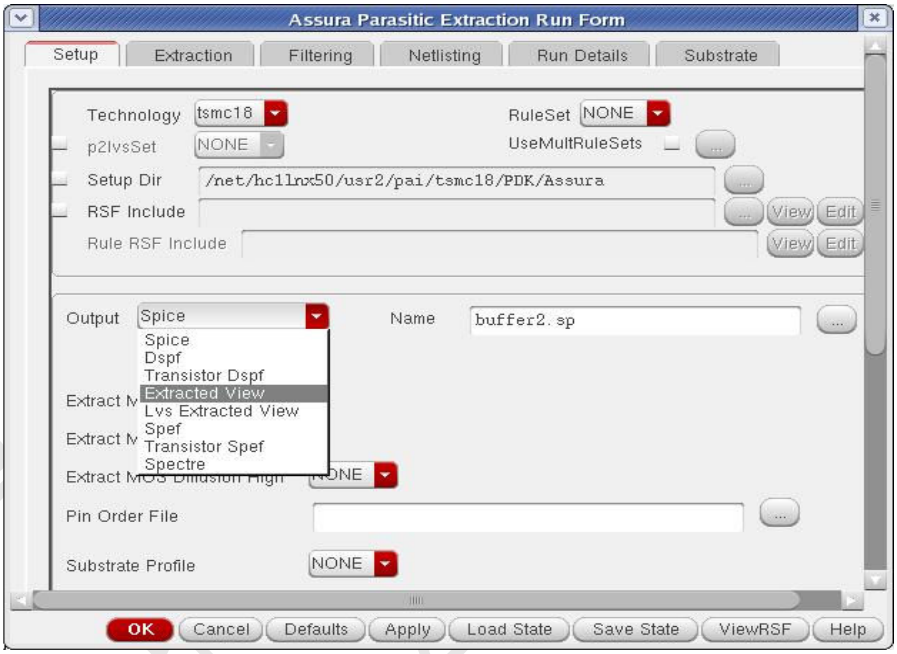

FIG. 25 Setup folder of Assura RCX window
2. Select "Output" to "Extracted View" in "setup" folder of Assura RCX window to output extract result to "av_extracted" view (Fig 25).